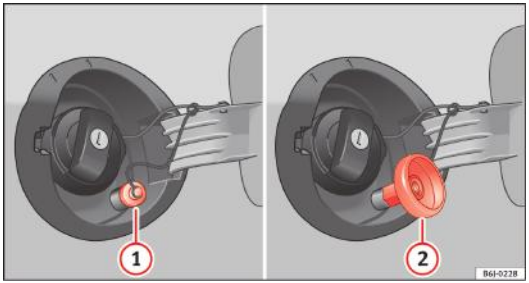

Fig. 120 Rezervorul de carburant deschis cu ştuţul de alimentare cu GPL şi adaptor.
– Deşurubaţi capacul ştuţului de alimentare cu gaz ⇒ fig. 120 (1).
– Înşurubaţi adaptorul necesar ⇒ fig. 120 (2) pe ştuţul de alimentare cu gaz (1).
– Deşurubaţi adaptorul ⇒ fig. 120 (2).
– Înşurubaţi capacul ştuţului de alimentare cu gaz ⇒ fig. 120 (1).